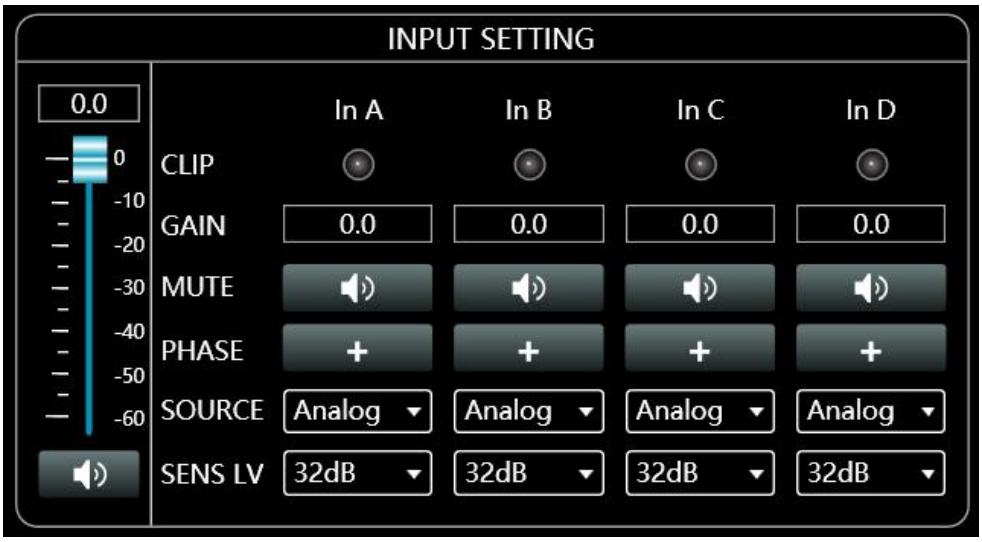

Figure 1.5
① Just as shown in above Figure 1.5，the bar  is for the master volume，you can drag with the mouse，You can also input accurate numerical values directly into the input box.